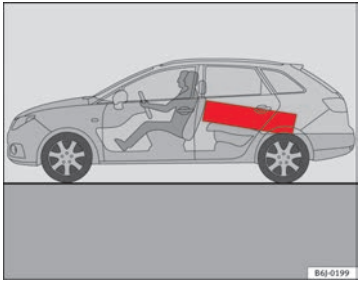

Fig. 92 Position heavy items as far forward as possible.
– Position heavy items as far forward as possible ⇒ fig. 92.